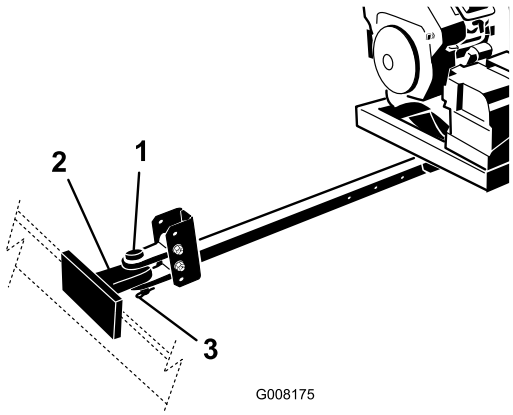

Figur 6
4. Kobl gaffelbolten på blæsemaskinens bugsertræk til bugseringskøretøjets bugsertræk med koblingstappen og gaffelbolten (Figur 6).